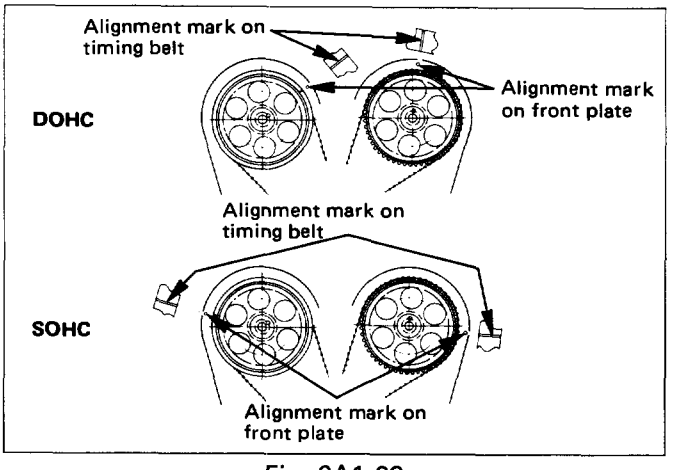

Fig. 6A1-23
3) Install timing belt. Align the dotted alignment mark on the timing belt with the mark on the crankshaft gear. (Fig. 6A1-24, Fig. 6A1-25)